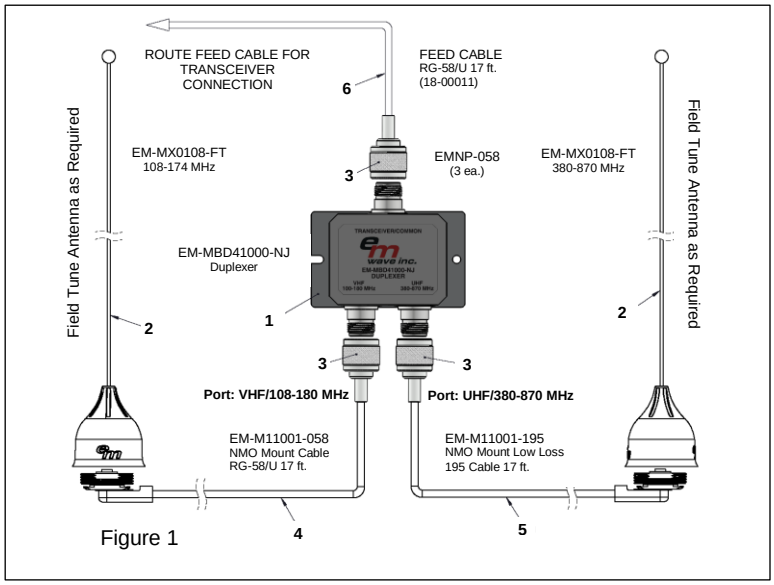

Figure 1
Parts: Verify all parts are included. Reference items in Figure 1:
1. Refer to Figure 1 for antenna/duplexer system configuration.
7. Attach all remaining connections according to the system diagram in Figure 1.